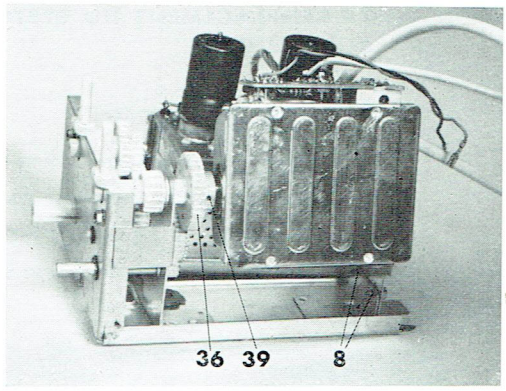

fig. 18
Démontage (fig. 18).
1° Positionner le tambour UHF sur le canal 22 en veillant bien à ce que la vis de blocage (39) du pignon (36) soit accessible (fig. 18).